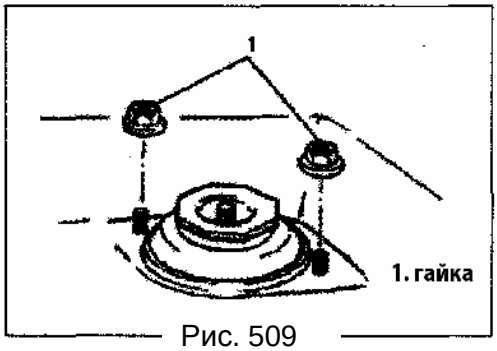

Рис. 509
7) Снимите гайку опоры стойки (Рис. 509).